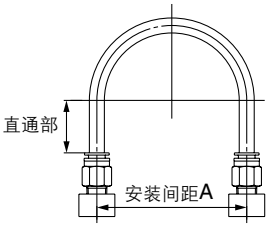

图1 推荐配管图
①快换管接头配管时，请在图1推荐的配管条件下，确保管子长度保有余量后配管。